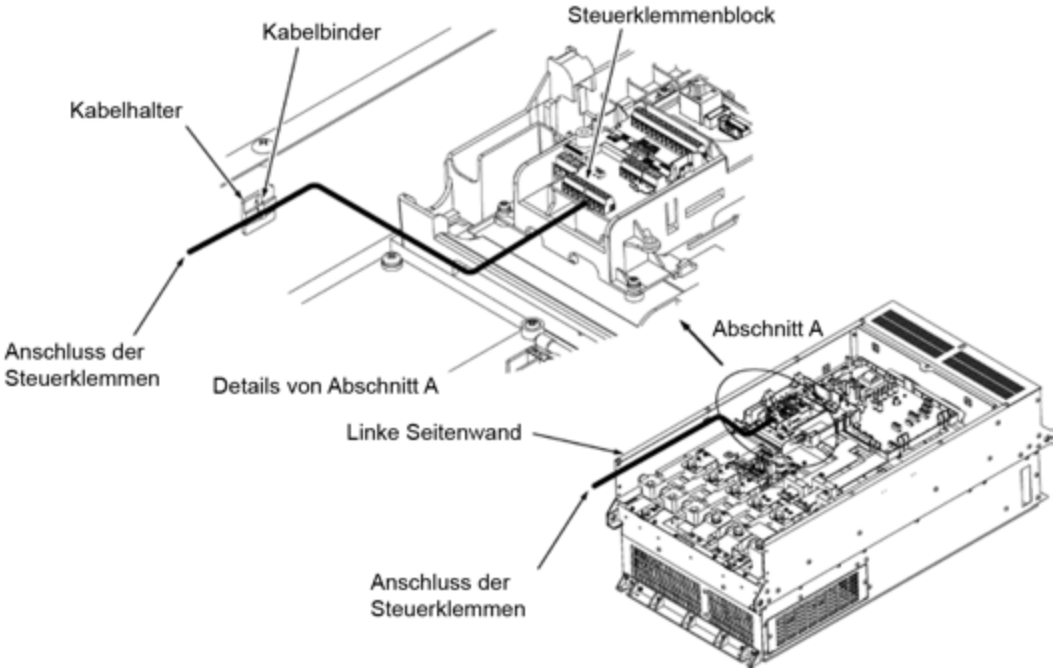

Abbildung 0-22 Kabelführung und Befestigungspunkte für die Steuerkreisleitungen
(1) Führen Sie die Steuerkreisleitungen wie in Abbildung Abbildung 0-22 gezeigt an der linken Gehäusewand aus dem Umrichter heraus.
(2) Sichern Sie sie mit einem Kabelbinder (z. B. Insulok) mit maximal 3,8 mm (0,15 Zoll) Breite und maximal 1,5 mm (0,06 Zoll) Dicke am Kabelhalter.